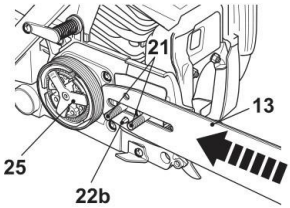

Rys. 5
6. Umieść rowek w prowadnicy (13) ponad dwoma śrubami (21). Dociśnij prowadnicę (13) w lewo w kierunku zębatki napędowej łańcucha (24) (za sprzęgłem (25)). Przekonaj się, czy bolec napinający (22b) jest wsunięty do spodniego otworu prowadnicy (rys. 5).